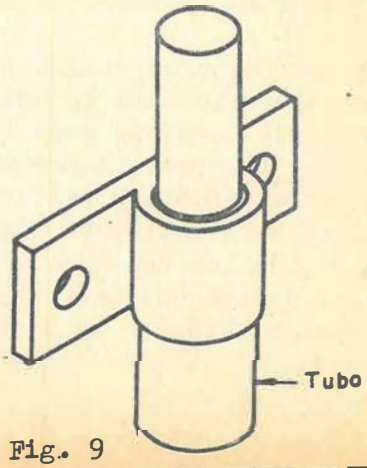

Fig. 9
2) Con prensa hidráulica: para lo cual se gradúa la prensa a una altura conveniente; se coloca debajo de la pieza cuyo buje se quiere extraer, un trozo de tubo mayor que éste; encima un trozo de hierro de diámetro menor y de mayor longitud que la pieza que se va a extraer (Fig. 9).